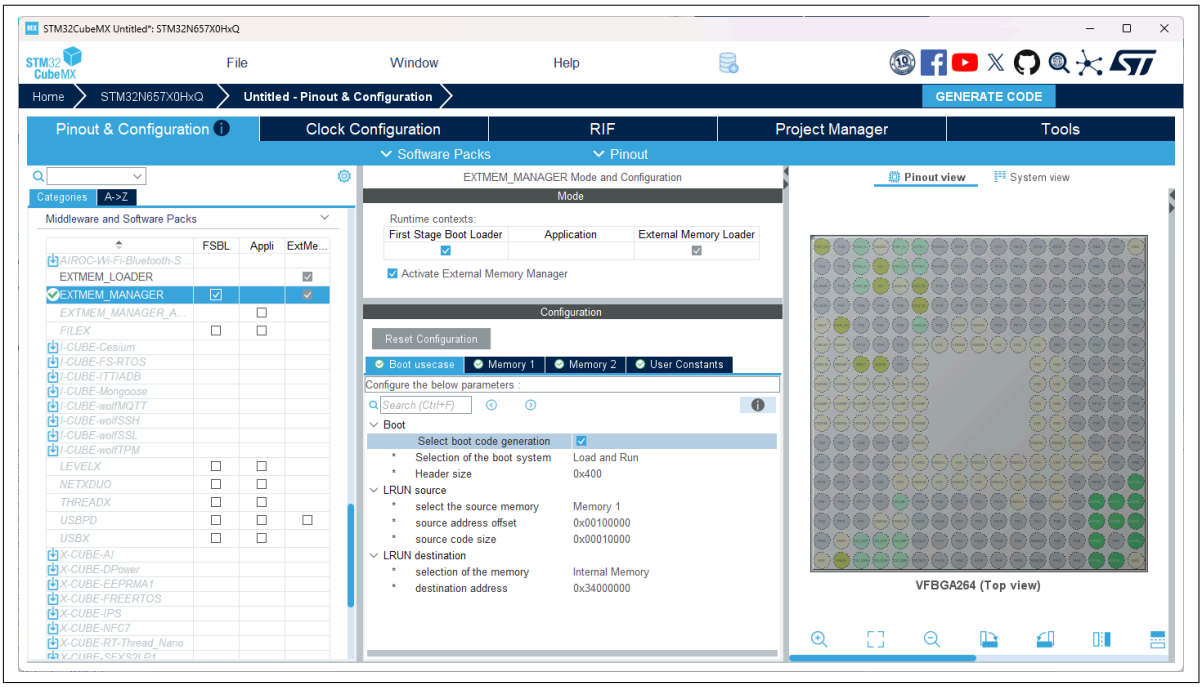

Figure 10 EXTMEM_MANAGER configuration window
1. In the **Pinout & Configuration** tab, click **Middleware and Software Packs**, and then select EXTMEM_MANAGER. EXTMEM_MANAGER configuration window displays as shown in Figure 10. Select FSBL and Activate External Memory Manager. In the **Boot usecase** tab, Select boot code generation and Configure the parameters for Boot and LRUN source. Table 6 describes the key parameters that must be configured to execute in the internal RAM. In the **Memory 1** tab, select EXTMEM_USER for Select the memory driver